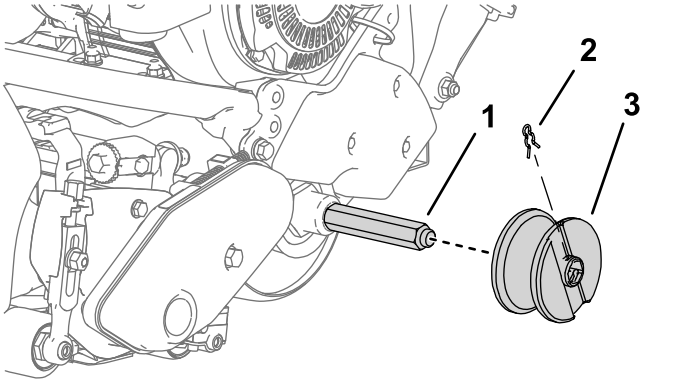

Figura 6
7. Coloque una rueda de raíl en cada eje y sujétela con un clip de rueda (Figura 6).